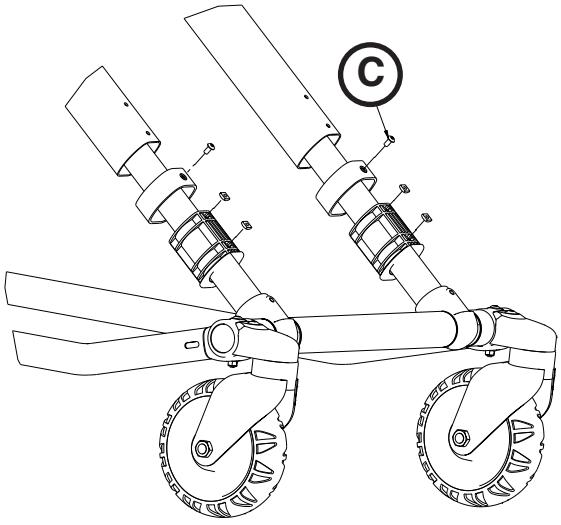

Figura 80
3. Con un destornillador Torx T25, extraiga los dos tornillos de cabeza redonda (C) que fijan el soporte del tubo (Figura 80).
2. Con un destornillador Torx T25, extraiga los dos tornillos de cabeza redonda que fijan el soporte del tubo (consulte la Figura 80 en la página 6-72).